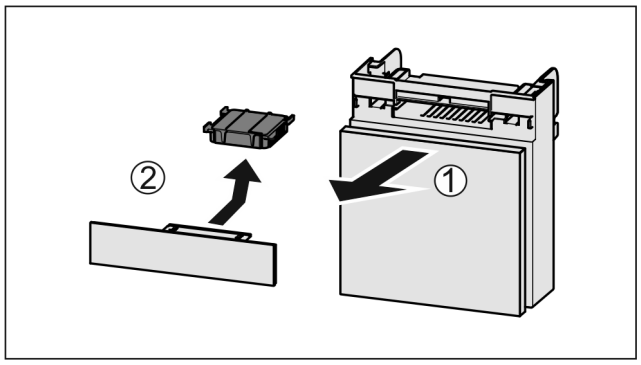

Fig. 132
▶ Trekk ut *Fig. 132 (1)* hyllen fremover.
▶ Ta ut *Fig. 132 (2)* aktivkullfilteret.